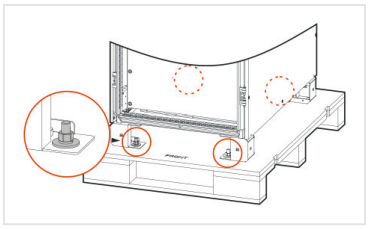

FIGURA 3-1 Bulloni del pallet (cerchiati)
1. Svitate i bulloni che fissano l'armadio al pallet (Figura 3-1).